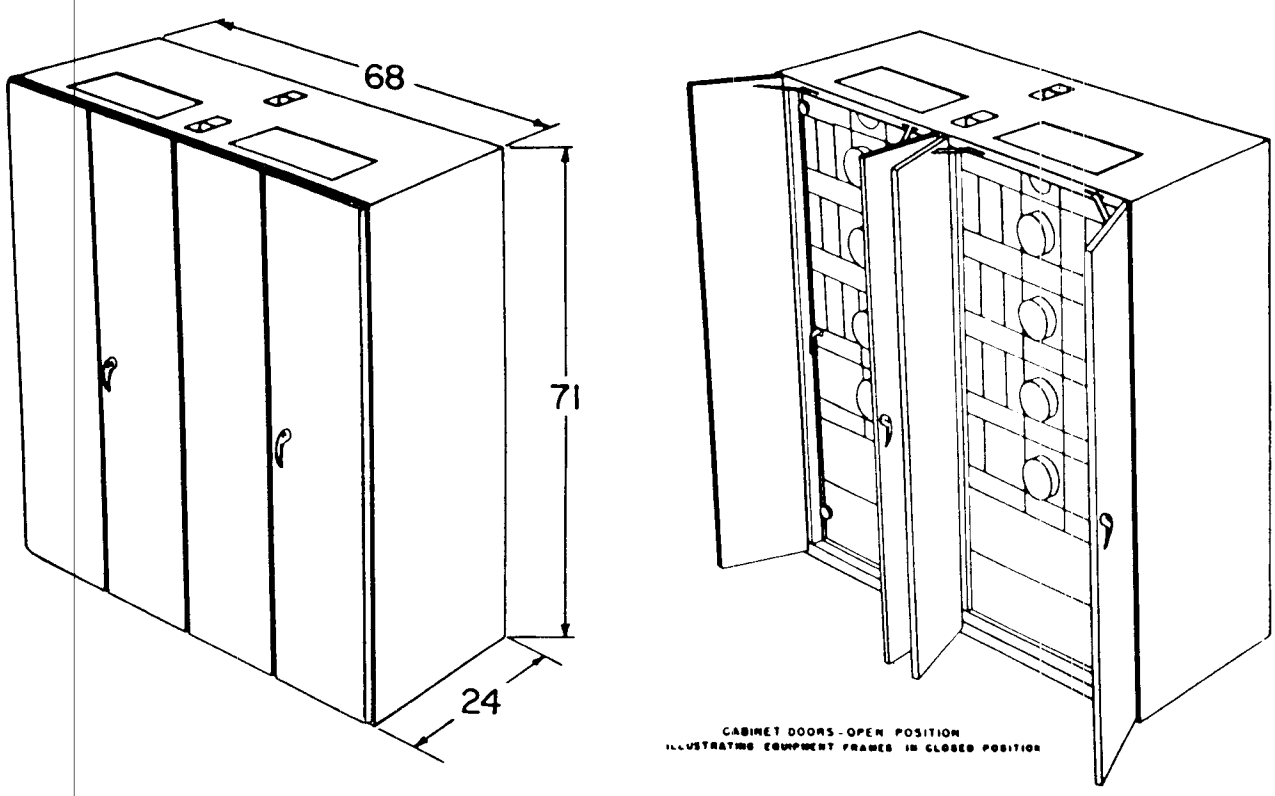

*Figure 13. Computer amplifier cabinet.*
(1) *Computer amplifier cabinet* (fig. 13). The computer amplifier cabinet is the extreme left part of the computer assembly. This cabinet consists of a forward and aft section. Each section has components mounted in two depths, front (first) and rear (second). The rear section is mounted against the roadwise wall of the trailer. The front depth is mounted on a large swinging panel or frame which can be swung outward, making the components mounted in the rear depth more accessible.